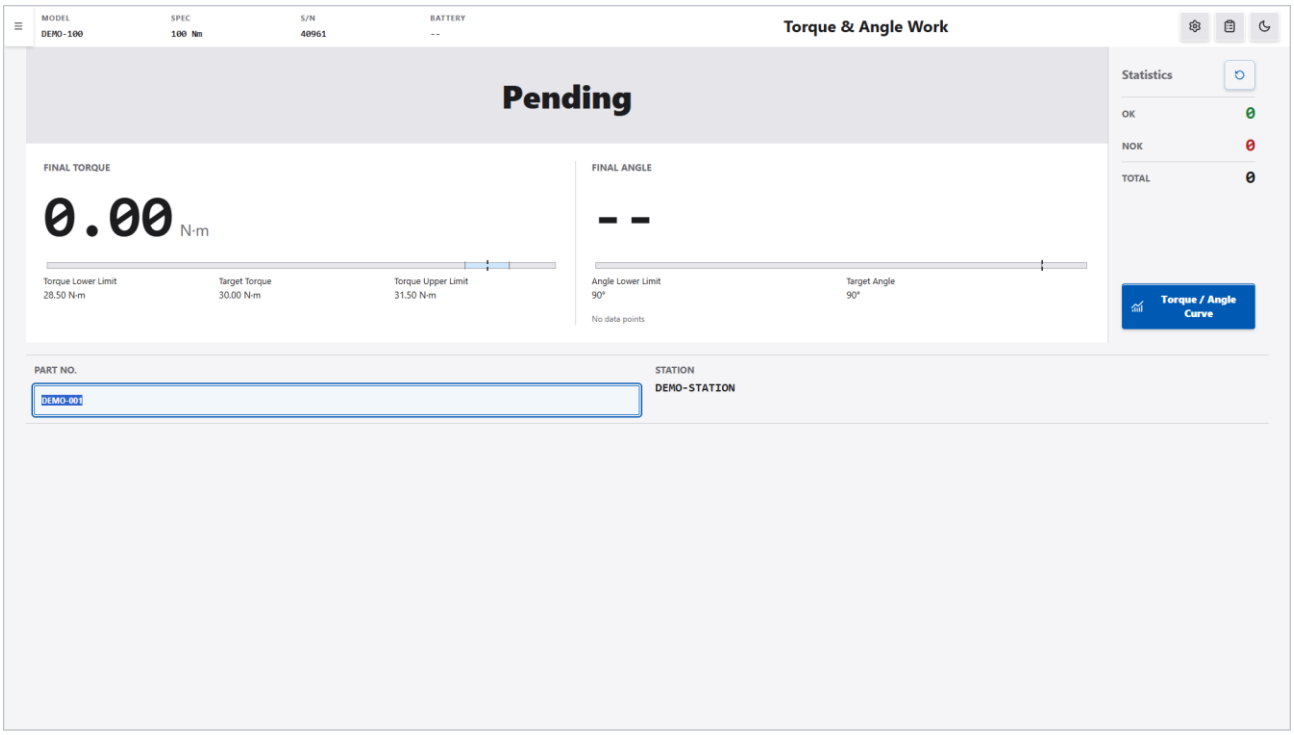

Figure 6-1 Torque & Angle work screen
1. In the navigation menu, click “Rotary Sensor” → “Torque & Angle”. The screen shows “Torque & Angle Work” with the verdict banner showing “Pending” and the final angle “--” (see Figure 6-1).